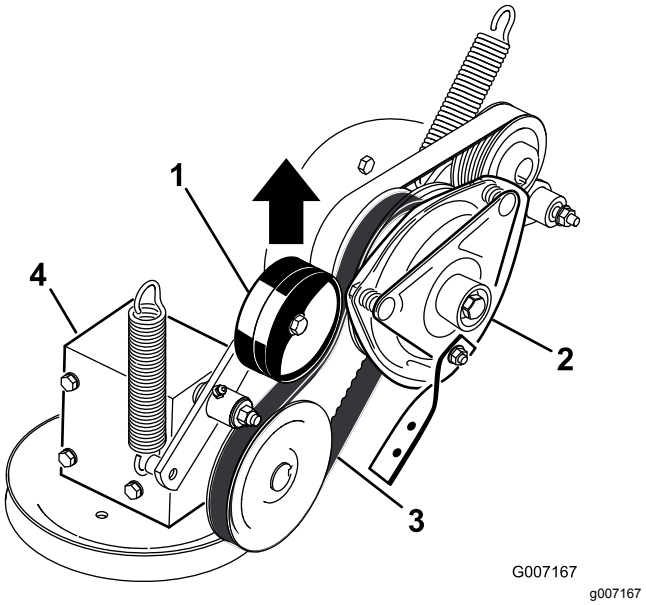

Figur 81
5. Trekk den fjærbelastede lederullen for kraftuttakets drivrem opp, og fjern remmen fra clutchremskiven (Figur 81).
17. Trekk den fjærbelastede lederullen for kraftuttakets drivrem opp, og monter den på clutchremskiven (Figur 81).